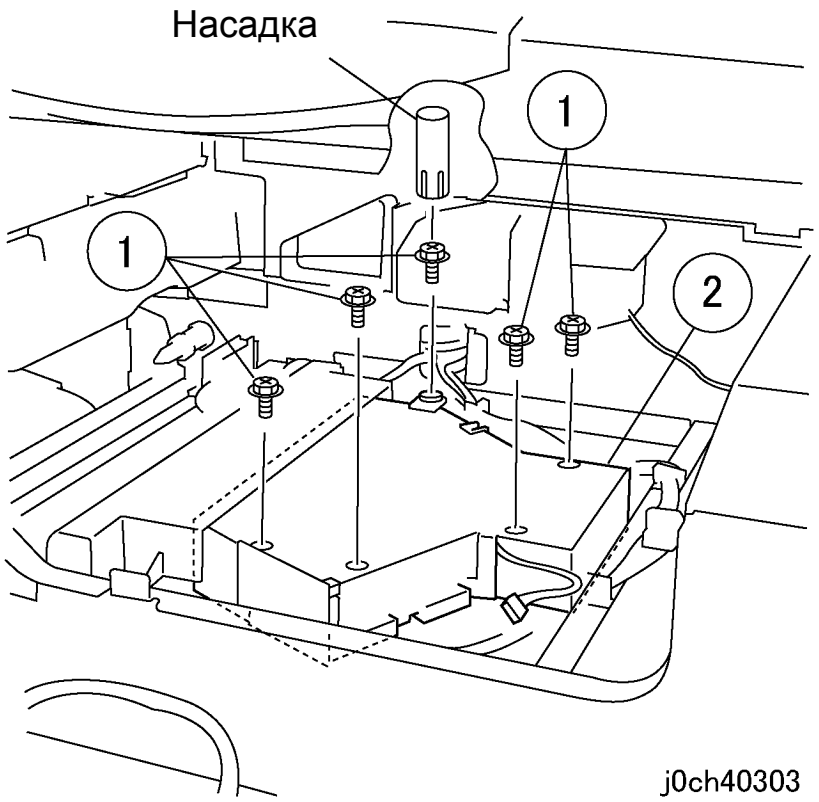

Рисунок 5 Снятие узла ROS (j0ch40303)
6. Снимите узел ROS (рисунок 5).